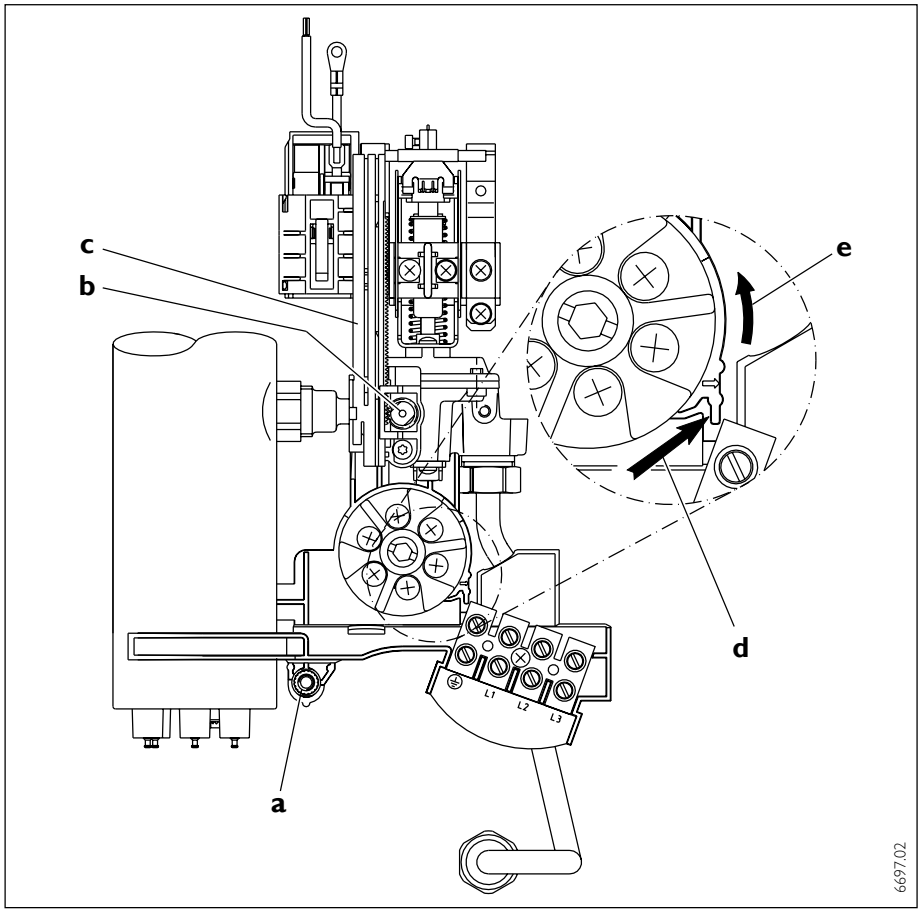

Abb. 23
**für den Fachmann** (Abb. 23)